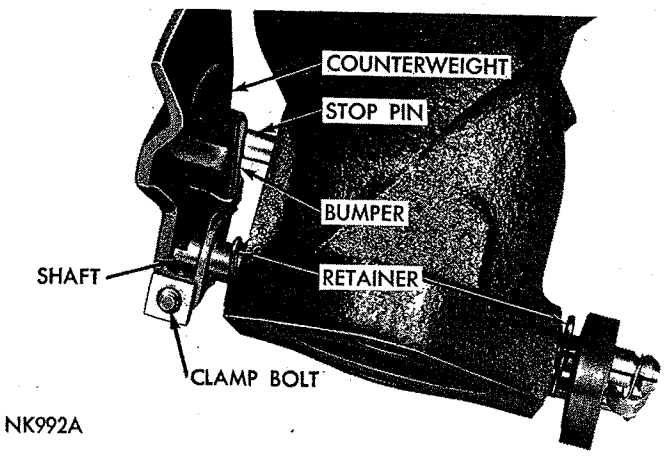

*Fig. 29—Installing Counterweight (318 Cu. In. Engine)*
(1) Be sure shaft retainer is in place on outer end of valve shaft (Fig. 29).
(2) Install counterweight and bumper on outer end of valve shaft. The bumper should be located on the left hand side of the hub section of counterweight and on the right hand side of the stop pin (Fig. 29).
(3) Tighten clamp bolt to 50 inch-pounds with C-3380 Torque Wrench. Test operation of valve for freedom of movement.